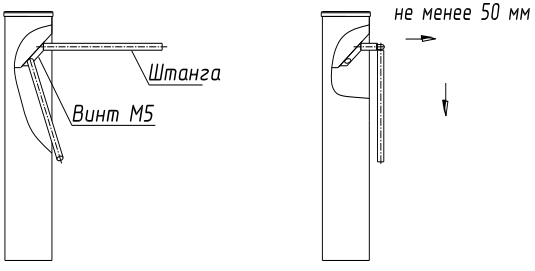

Рис.1 Работа штанги "антипаника"
6.4 Установите штанги. Для этого снимите крышку поворотного механизма, открутив винт М5 (рис.1). Штанги «антипаника» установите фаской резьбового отверстия к центру поворотного механизма турникета. Закрепите штанги болтами М10, входящими в комплект штанг. Для перевода штанги «антипаника» в положение «проход открыт» оттяните штангу в направлении А (от турникета) на 50-80мм и поверните ее вниз (рис.1). Время открытия штанги «антипаника» составляет 1-3с. Закройте место крепления штанг крышкой.